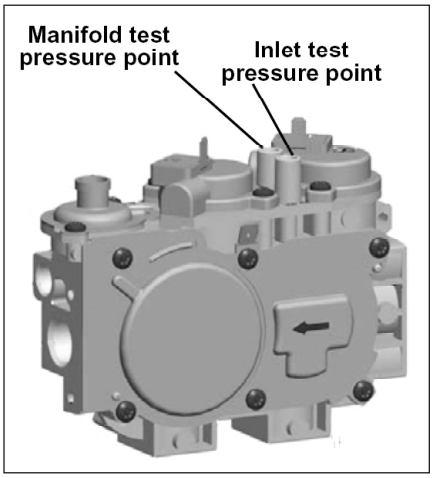

Figure 59: Pressure Test Points.
b. Place a ¼" silicone tube over either pressure port on the valve (refer to Figure 59). Attach the tube to a monometer.